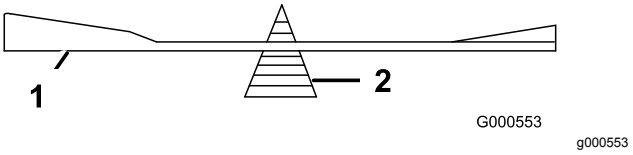

Figur 105
2. Kontrollera knivens balans med en knivbalanserare (Figur 105).